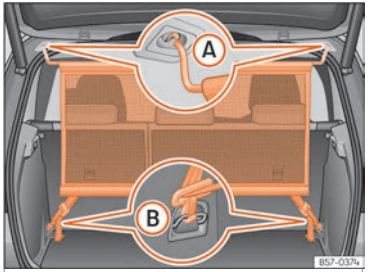

Fig. 138 Net partition fitted.
- Secure the net partition in the left housing of the roof ››› Fig. 138 (A). Make sure to move the cross rod down beyond the upper position.
- Hook in the net partition on the rear right-hand side roof housing by pressing on the rod ››› Fig. 138 (A).
- Secure two hooks of the partition net to the fastening rings of the boot ››› Fig. 138 (B) and tighten the straps firmly.